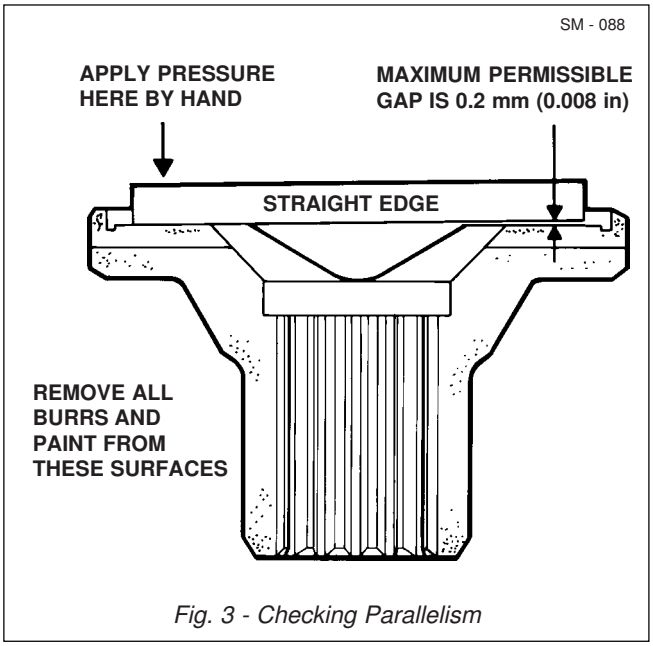

Fig. 3 - Checking Parallelism
3. Check the surfaces of the components that universal joints mate against for parallelism. Refer to Fig. 3.